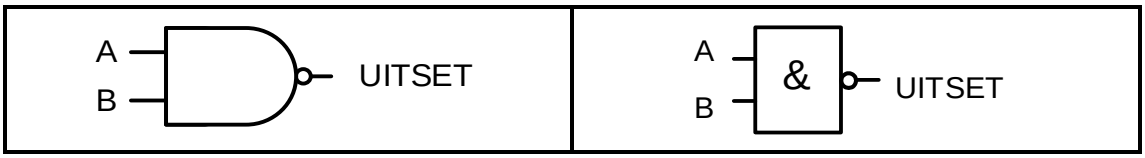

FIGUUR 6.8 (3)
6.8 FIGUUR 6.8 hieronder toon die Amerikaanse en IEK-simbole van 'n NEN-hek. Teken die leerlogikadiagram van FIGUUR 6.8.